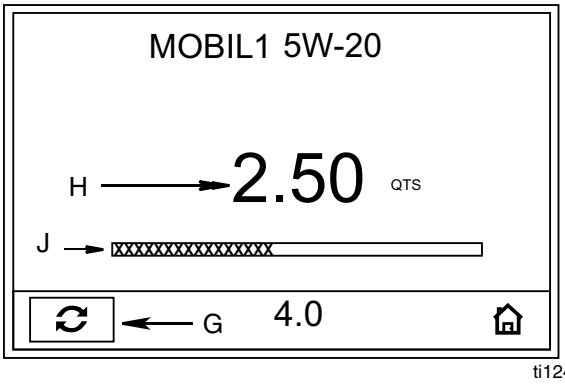

FIG. 25
2. Appuyez sur le bouton ENTREE au milieu pour confirmer la sélection. L'écran Distribution préréglée (FIG. 25) s'affiche.
Le produit s'écoule. Le décompte de la quantité affichée commence à partir de zéro ou à partir de la quantité déjà distribuée (FIG. 25) et s'affiche dans le champ H. Une représentation visuelle de la progression de la distribution apparaît également sur la barre de progression (J).